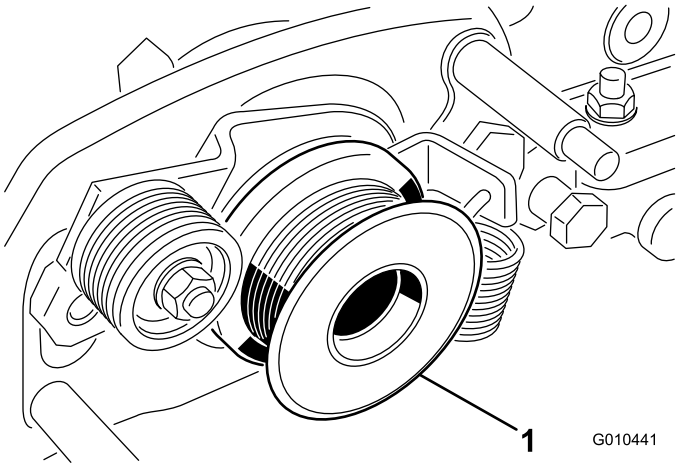

Figur 34
7. Ta bort trimsatsens drivskiva från cylinderaxeln (Figur 34).